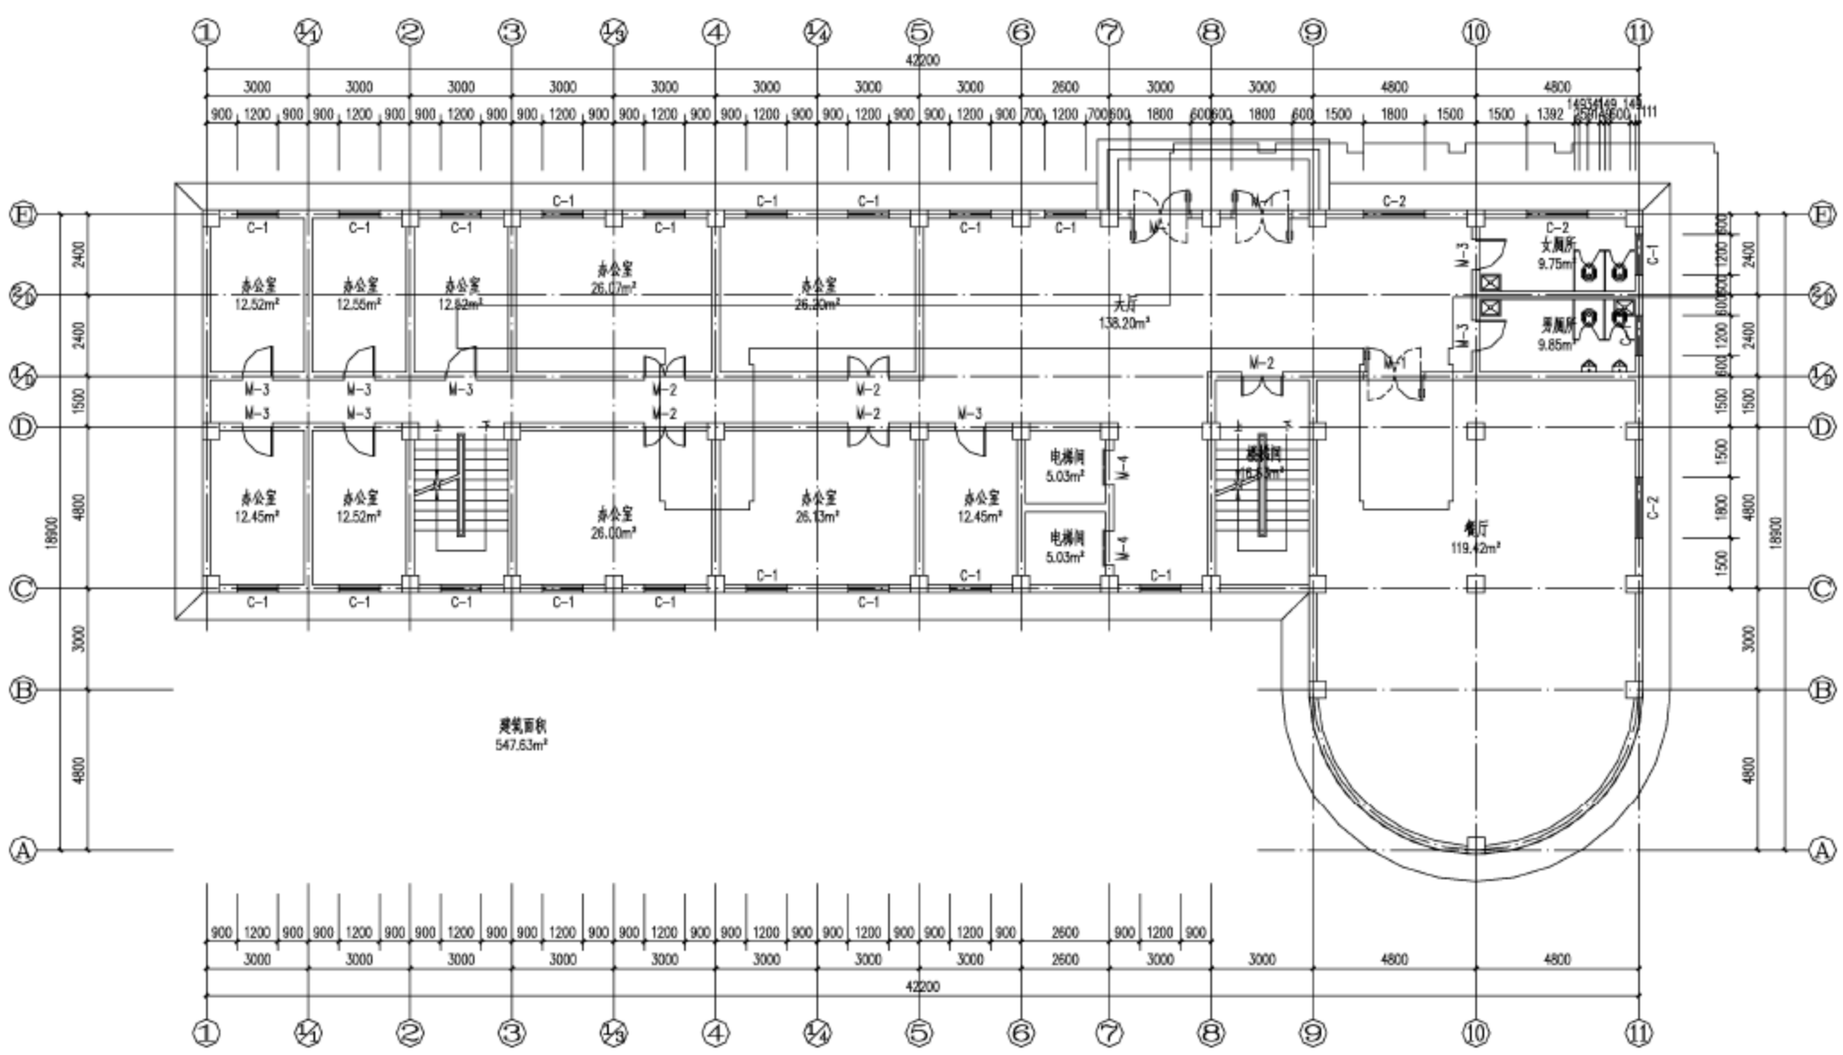

图 17-66　外侧的门窗标注
(1) 单击菜单中的“尺寸标注”→“门窗标注”命令,根据命令行提示选尺寸标注的门窗所在的墙线和第一、第二道标注线,自动生成外侧的门窗标注,具体步骤不再详述,生成的标注如图 17-66 所示。